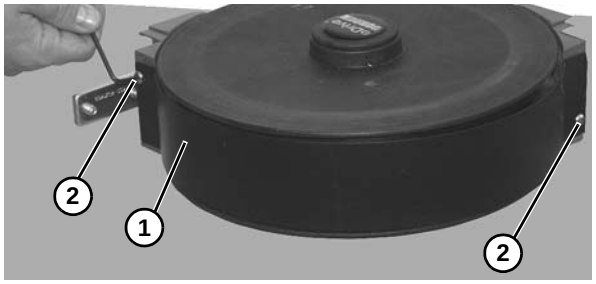

Figure 12
6. Install guard with **(Figure 12, item 1)** two screws **(Figure 12, item 2)**.